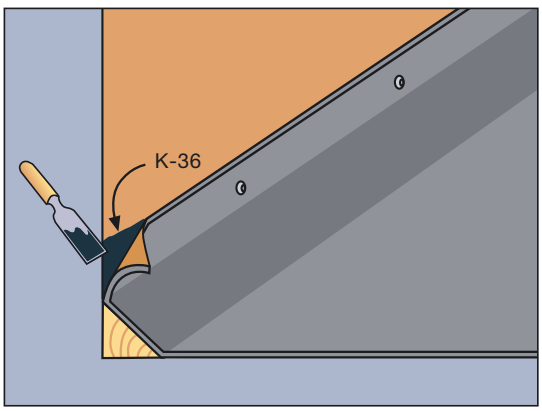

Рис. 6
- В местах подъема подкладочный ковер укладывается, по крайней мере, на 50 мм выше поверхности крыши, и, если необходимо, оборачивающая часть ковра фиксируется гвоздями и/или приклеивается к нижнему слою (Рис. 6).